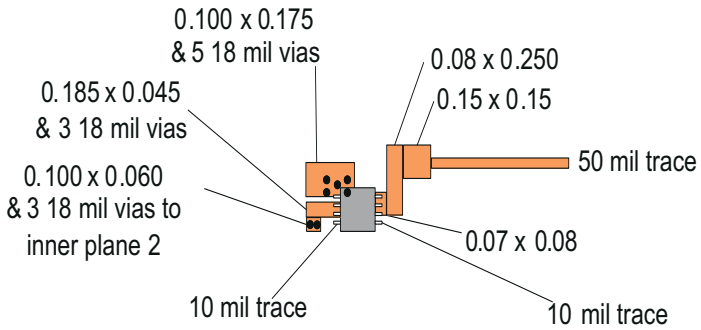

图 10-4. DGK 封装 PCB 布局示例
虽然 TI 建议将 DGN 封装焊盘焊接到电路板的覆铜区和过孔以实现低热阻抗，但在某些情况下可能不需要这样做。例如，在 IC 下面区域布线时。为此，某些器件采用不带 PowerPAD (DGK) 的封装。对于未焊接焊盘且无额外覆铜的 DGN 封装，额定电流为 0.5A 和 1A 的器件的 θ_{JA} 约为 141°C/W，额定电流为 1.5A 和 2A 的器件则约为 139°C/W。根据图 10-4 安装的 DGK 的 θ_{JA} 为 110.3°C/W。这些值可在方程式 1 中用于确定最高结温。
- 添加了图 10-4 - DGK 封装 PCB 布局示例 22